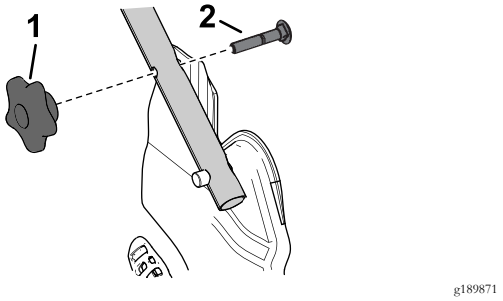

Рисунок 6
4. Вставьте каретный болт (так, чтобы головка болта была направлена внутрь) сквозь верхнее или нижнее квадратное отверстие кронштейна рукоятки и в верхнее отверстие торцевой части рукоятки (Рисунок 6).